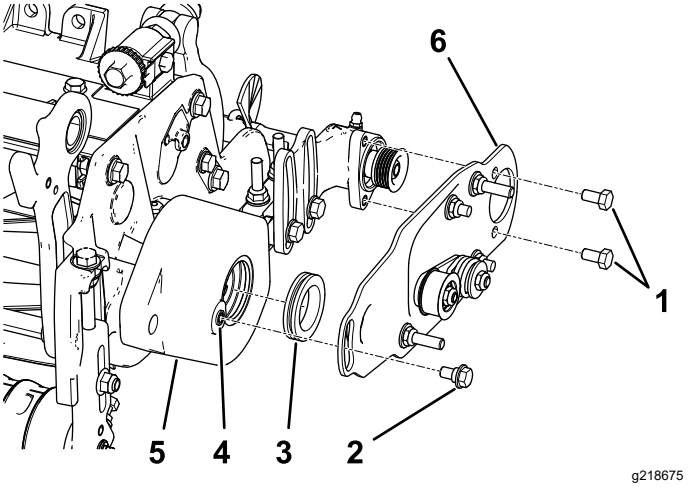

Figur 12
2. Smør et lag fedt på indersiden af kransen i rullebørstehuset (Figur 12).
3. Monter venstre eller højre rullebørstes drejeplade (Figur 12).
Bemærk: Sørg for, at styreremskiveenheden er monteret i bunden som vist i Figur 12.
4. Påfør gevindlåseklæbemiddel på de to bolte (5/16 x ½ tomme), og brug dem til at montere børstepladen på rullebørstens lejehus (Figur 12).
5. Rengør gevindene i rullebørstehuset for eventuelle malingrester ved hjælp af en 5/16 tomme–18-tap, før du skruer ansatsbolten i (Figur 12).
6. Påfør gevindlåseklæbemiddel på ansatsbolten (Figur 12).
7. Fastgør børstepladen på rullebørstehuset med ansatsbolten (Figur 12).